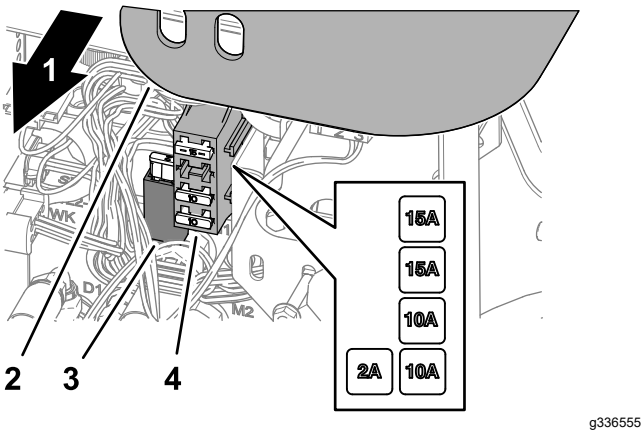

Figur 79
2. Løft dækslet af styrearmen (Figur 79).
3. Find den åbne sikring i sikringsholderen eller sikringsblokken (Figur 79).
5. Monter dækslet på styrearmen (Figur 79).